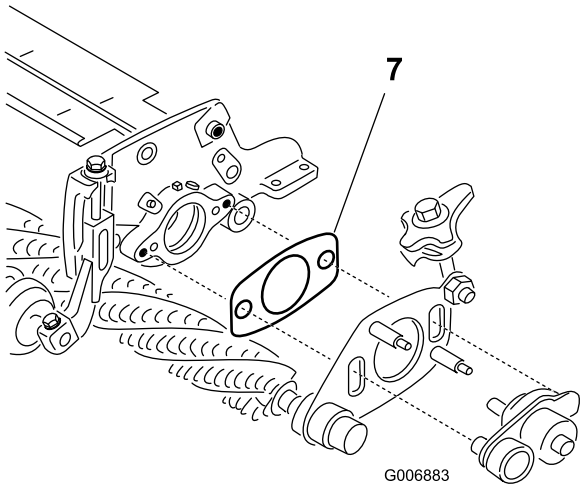

Figura 48
7. Asegúrese de que el suplemento (Figura 48) situado entre la placa de pivote del extremo de la transmisión y la chapa lateral de la unidad de corte no está aprisionado por el buje pivotante. El suplemento debe poder pivotar libremente